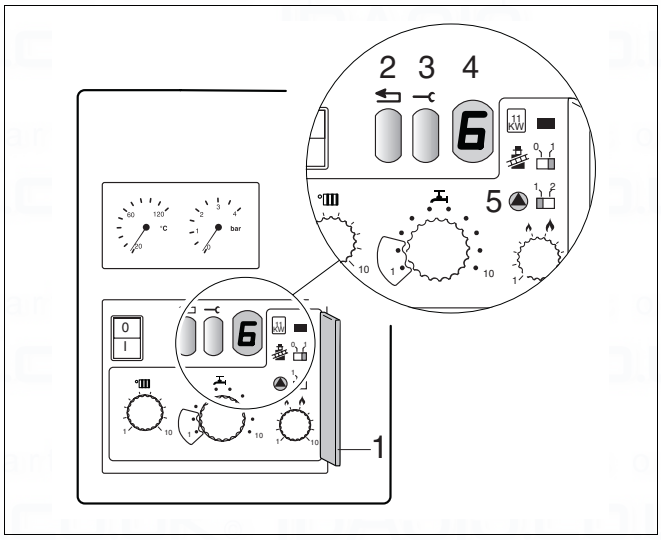

Fig. 9 2nd control box
- Open cover for 2nd control box (fig. 9, item 1).
- Move switch to ▲ position "**2**" (pump post-purge period 24 h) (fig. 9, item 5).